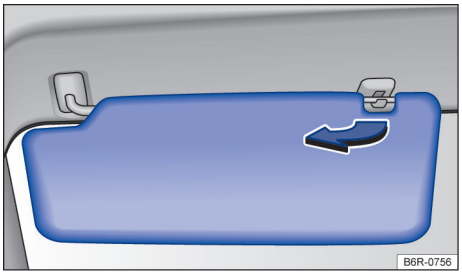

Fig. 73 Para-sol (lado esquerdo). A disposição do para-sol do lado direito é espelhada.
– Retirar do suporte e girar na direção das portas → Fig. 73 (seta).